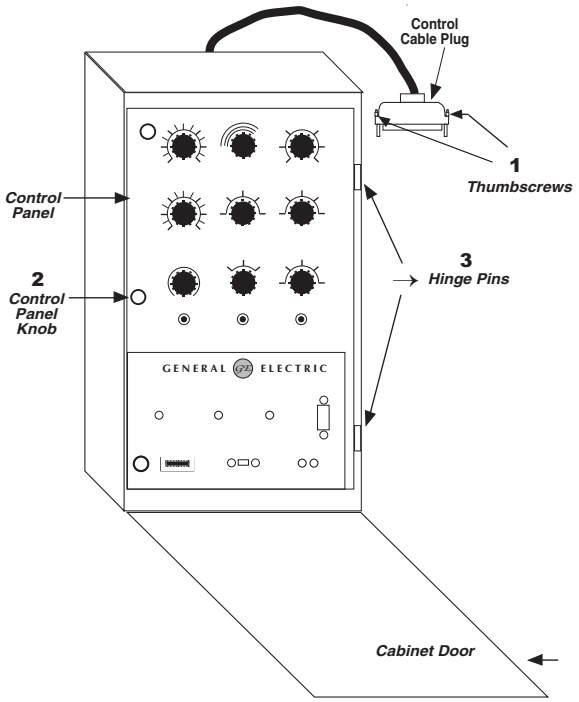

Figure 5-15 ML-32, VR-1, SM-1, SM-2 or SM-2A General Electric Control in Cabinet
3. Loosen the two thumbscrews at the interface of the control cable plug (Item #1, Figure 5-15) and the tap position indicator on the regulator, then pull down on the plug to disconnect it.
4. Turn the knob on the control panel (Item #2, Figure 5-15), then swing the panel outward.
8. While supporting the panel, remove and save the two hinges pins (Item #3, Figure 5-15), then lift the panel off the hinges.
5. Reconnect control cable plug to tap position indicator (Item #1, on Figure 5-15).